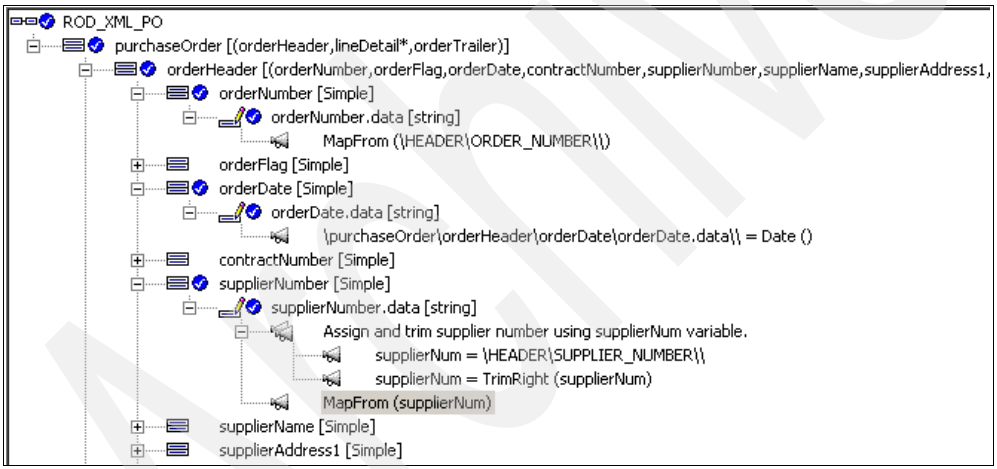

Figure 15-41 Mapping Command window
18. At this point, the Mapping Command window should appear as shown in Figure 15-41.